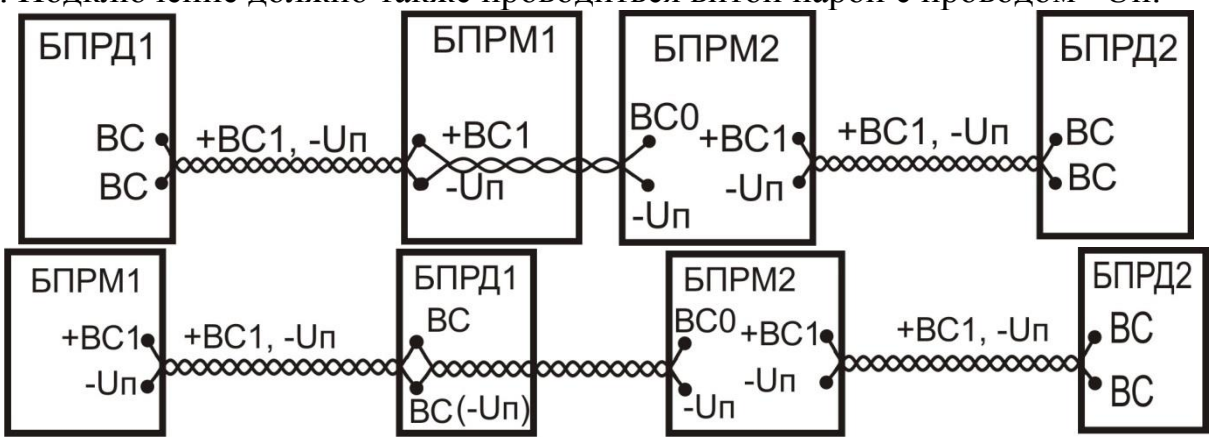

Рис.6.8
6.3.2.1 На тыльной стенке кожуха БПРД имеется окно встроенного светодиода 3 для визуального контроля работы, для чего к фирменному значку 2 на тыльной стенке БПРД необходимо приложить и удерживать во время контроля магнит 1 (см. рис.6.8). В случае нормальной работы БПРД, светодиод методично мигает с периодом около 1 сек. На тыльной поверхности БПРМ под защитной крышкой расположены три синих индикатора «0» (нулевой разряд сигнала), «1» (первый разряд), «2» (второй разряд) и двухцветный (синий/красный) «3» (3с/3к) {третий разряд/(Тревога или четвертый разряд)}, регулятор чувствительности извещателя «Рег». Крышка, обеспечивающая защиту органов управления и индикации от внешних воздействий, закрепляется на тыльной